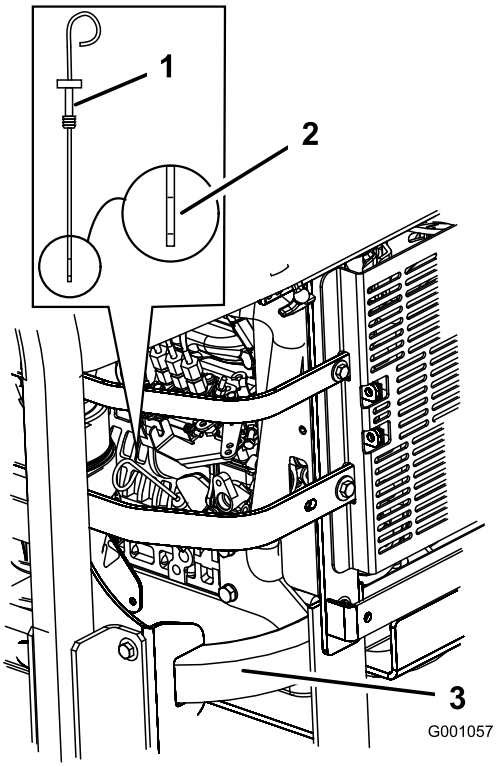

Figuur 43
3. Maak de omgeving van de peilstok schoon (Figuur 43), zodat er geen vuil in de vulopening kan komen, waardoor schade aan de motor kan ontstaan.
4. Trek de peilstok eruit en veeg het metalen deel schoon (Figuur 43).
5. Schuif de peilstok helemaal in de vulbuis. Trek de peilstok uit en controleer het oliepeil op het metalen deel (Figuur 43). Als het oliepeil te laag is, moet u langzaam net genoeg olie in de vulbuis gieten totdat het peil de Vol-markering bereikt.